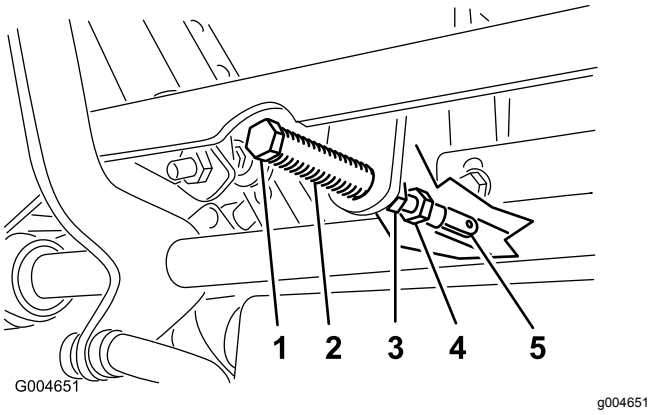

図 50
5. クレビスピンピボットシャフトの上のアームについているがスロットの端部に接触するスプリングに圧力が掛かり始める位置まで、図 50のようにレバーを手前に引く。
7. 調整が必要な場合は、ジャムナットをゆるめて調整ナットをヨーク側に移動できるようにする図 50。
8. コントロールレバーを軽く手前後退側に引きながら、調整ボルトを回して、コントロールレバーがちょうどニュートラルロック位置にくるように調整する図 50。
9. ナットとジャムナット図 50を締め付ける。
10. ボールジョイント部でジャムナット(図 50) を締めつける。